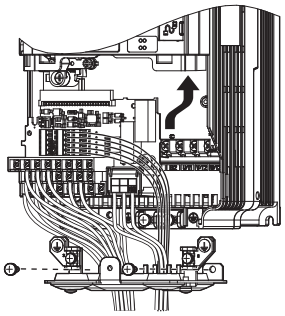

图 6.47 再生变流器的更换（安装端子排）
1. 完成主回路的接线后，请按照图 6.47 将拆装式端子排切实插入插口，并用固定螺丝固定。